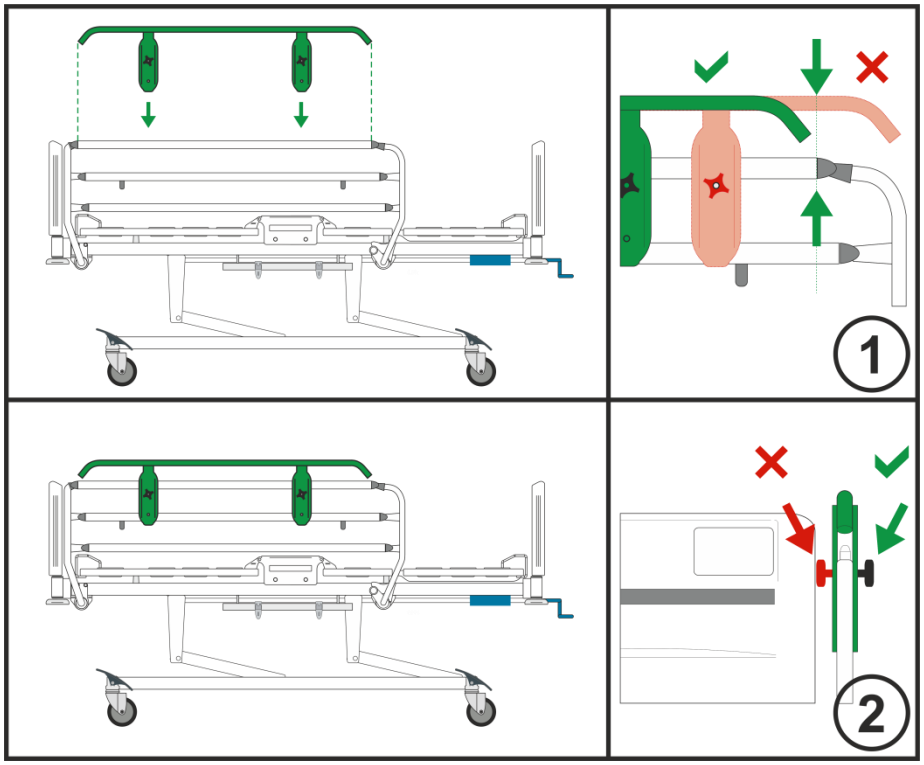

Fig. 38 Instalación del Extender
- Colocar el Extender® (sin los tornillos de sujeción) en el extremo superior de la barandilla (Fig. 38 – **1**)
- Asegurar los tornillos con las tuercas de roseta de plástico y apretarlas (Fig. 38 – **2**c). Las tuercas deben estar orientadas hacia el exterior de la cama.